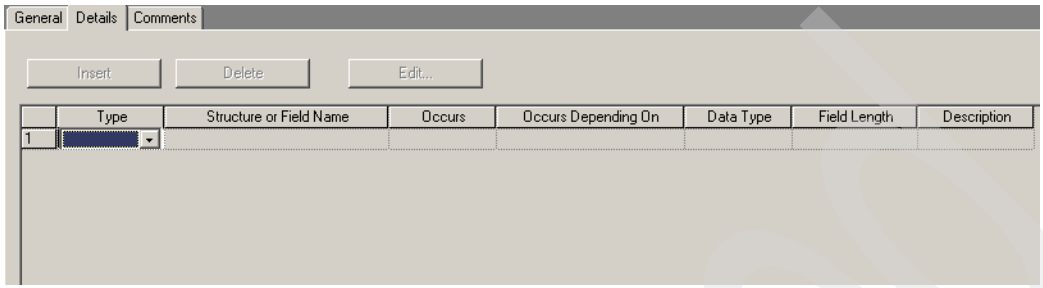

Figure 15-4 Empty details
2. Double click the **HEADER** table entry to display an empty **Details** tab as shown in Figure 15-4.